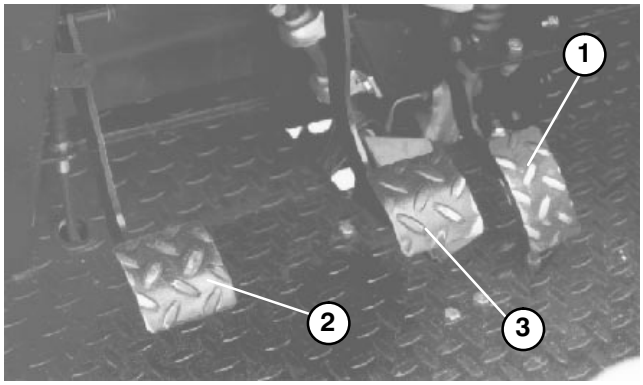

**Figure 16**
**Accelerator Pedal** (Fig. 16) – The accelerator pedal gives the operator the ability to vary engine and ground speed of the vehicle, when the transmission is in gear. Depressing the pedal increases engine RPM and ground speed. Releasing pedal will decrease engine RPM and ground speed of the machine.
**Clutch Pedal** (Fig. 16) –The clutch pedal must be fully depressed to disengage clutch when starting engine or shifting transmission gears. Release pedal smoothly when transmission is in gear to prevent unnecessary wear on transmission and other related parts.
**Brake Pedal** (Fig. 16)) –The brake pedal is used to apply service brakes to stop or slow vehicle.